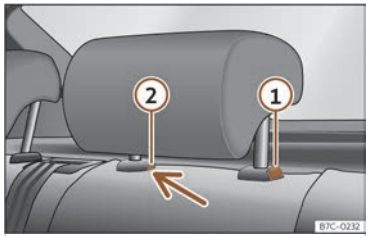

**Fig. 90** Rear headrest: removal.
- Press button ››› **Fig. 90** (1), while simultaneously pressing on the safety hole (2) with a flat screwdriver a maximum of 5 mm wide, and remove the headrest.